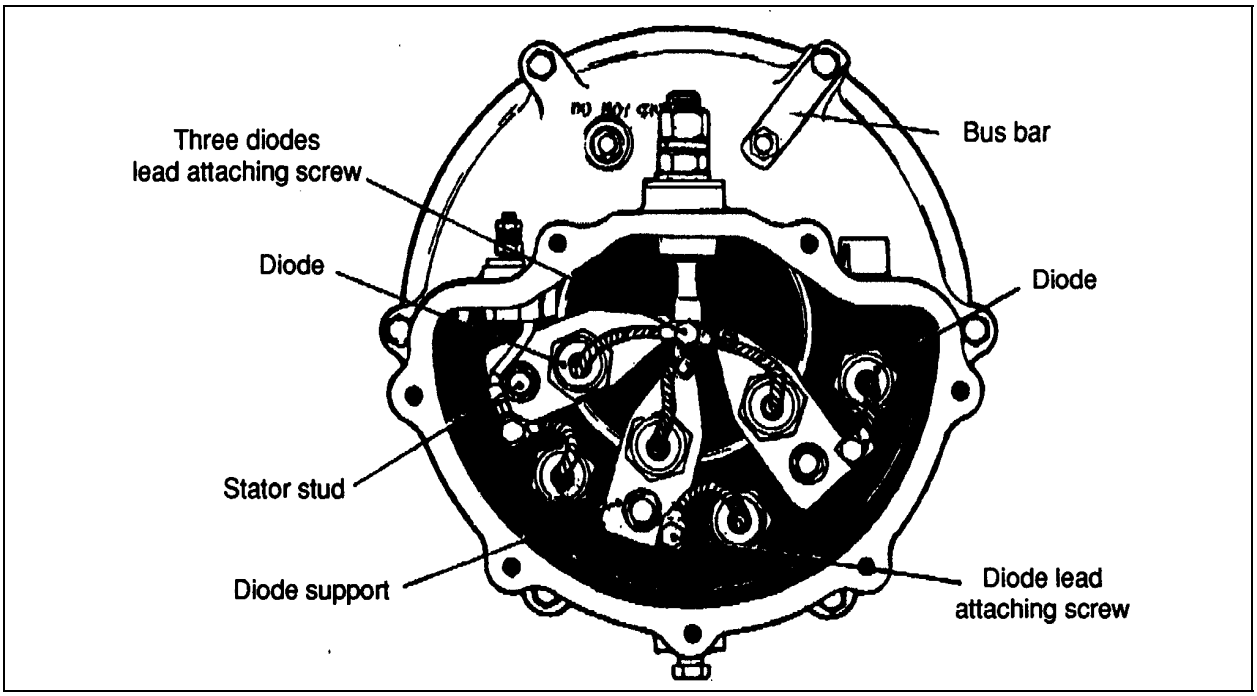

FIGURE 19: VIEW OF RECTIFIER END FRAME WITH COVER REMOVED 06069
5. Disconnect all diode flexible leads; i.e. three from the output terminal stud and three from the diode supports. See figure 19 for more details.